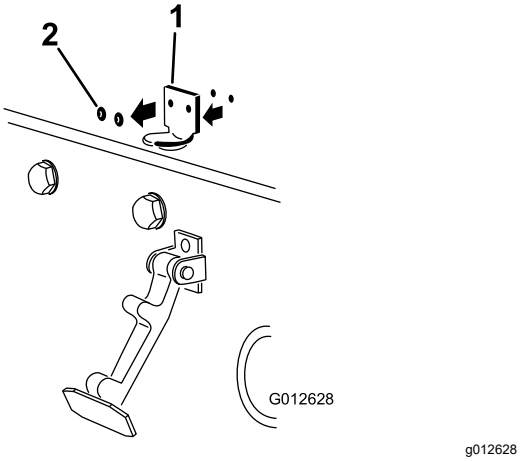

Figur 15
2. Ta bort de två (2) nitarna som håller motorhuvsspärrens fäste på motorhuven (Figur 15) och avlägsna motorhuvsspärrens fäste från motorhuven.